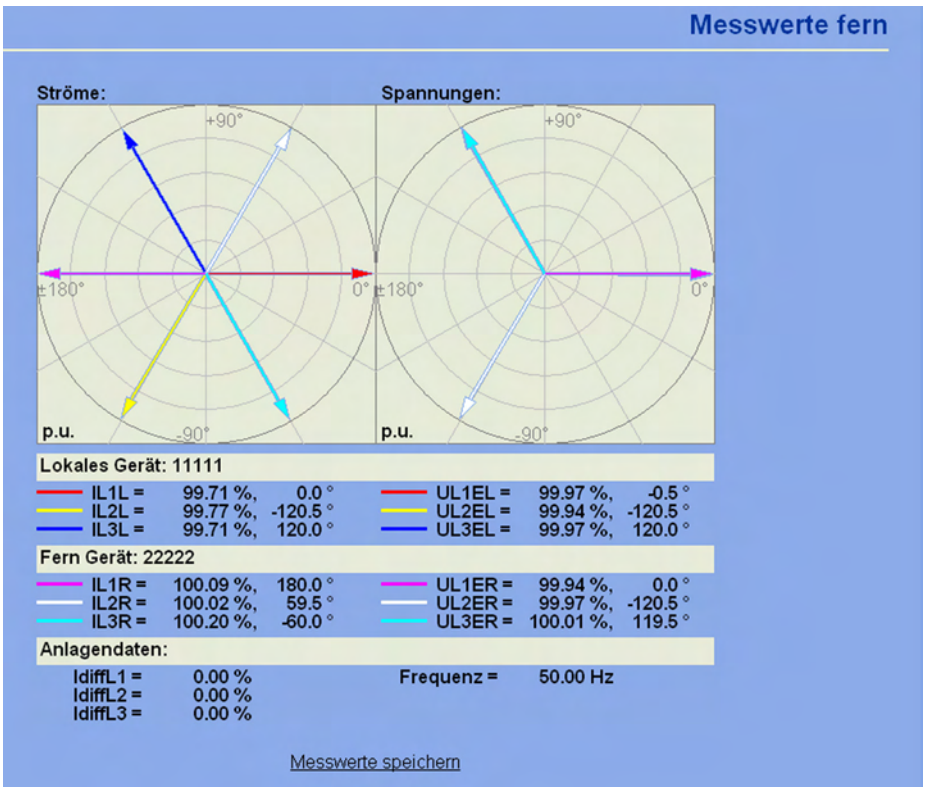

Bild 3-30 Ferne Messgrößen im WEB-Monitor – Beispiel für plausible Messgrößen
Auch hier ist der „WEB-Monitor“ eine bequeme Hilfe, da die Zeigerdiagramme auch die Zuordnung zwischen den Strömen und den Spannungen erkennen lassen (Bild 3-30). Zyklische und azyklische Phasenvertauschungen sind ohne Weiteres erkennbar.
- Die vorstehenden Kontrollen der Messgrößen auch am anderen Ende des geprüften Stromweges durchführen. Die Strom- und Spannungswerte sowie die Phasenwinkel des anderen Endes können als Prozentwerte auch örtlich ausgelesen werden. Beachten Sie, dass bei durchfließenden Strömen diese an beiden Enden im Idealfall (ohne Ladeströme) gegenteilige Vorzeichen haben, also um 180° gedreht sind. Im „WEB-Monitor“ können die örtlichen und fernen Messwerte grafisch angezeigt werden. Ein Beispiel ist in Bild 3-30 gezeigt.